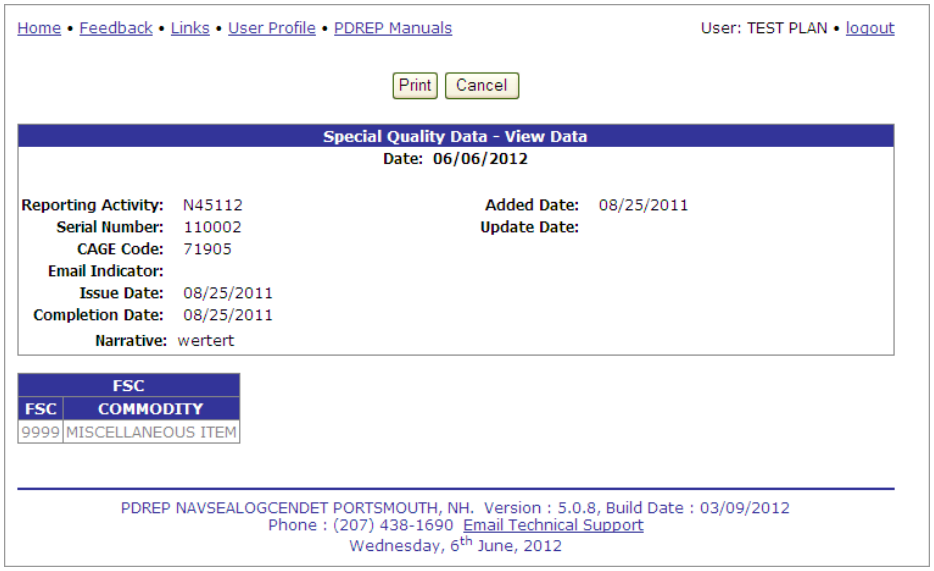

Figure 5.4
e. Clicking the Serial Number link for the record of interest will display the Special Quality Data – View Data form (Figure 5.4).